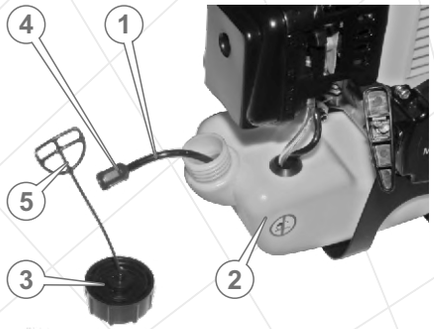

Рисунок 6
5.7. Обслуживание топливного фильтра (см. рисунок 6)